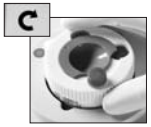

FIGURE 4. Rotate Cartridge to Position 1
STEP 2: Hold the white rim of the test cartridge and rotate it clockwise through 90° to Position 1 ***(see Figure 4)***. The test cartridge will click into its new position. The first sample tube will rise from the cartridge. Remove the sample tube from the test cartridge and unscrew the cap.